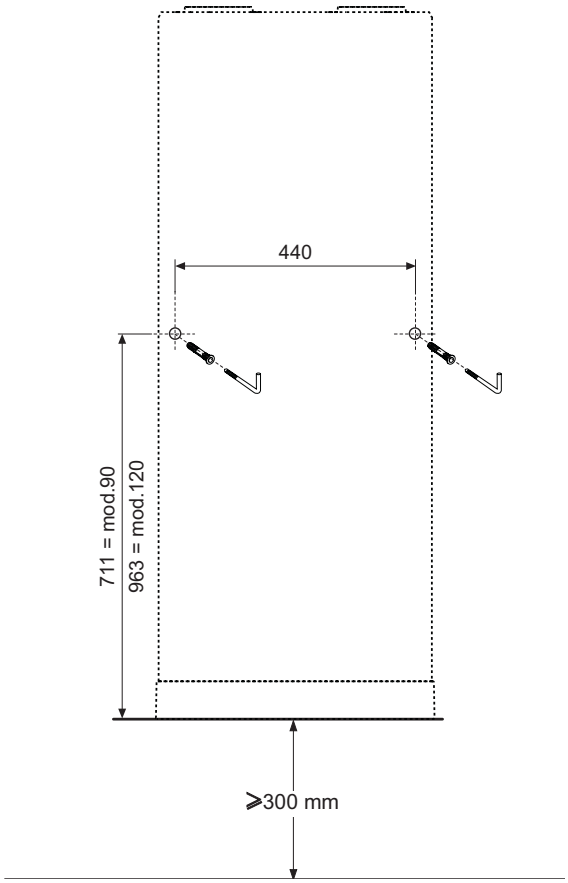

**fig. 50 - Indicazione foratura**
- Forare secondo le indicazione di fig. 50.